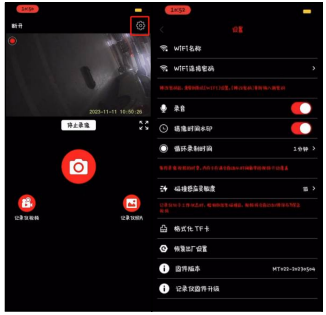

Figure 10
5.8 In the page for recording video, click the icon in right upper corner to get into setup page for camera parameters, please set up according to your demands;(See Figure 10)